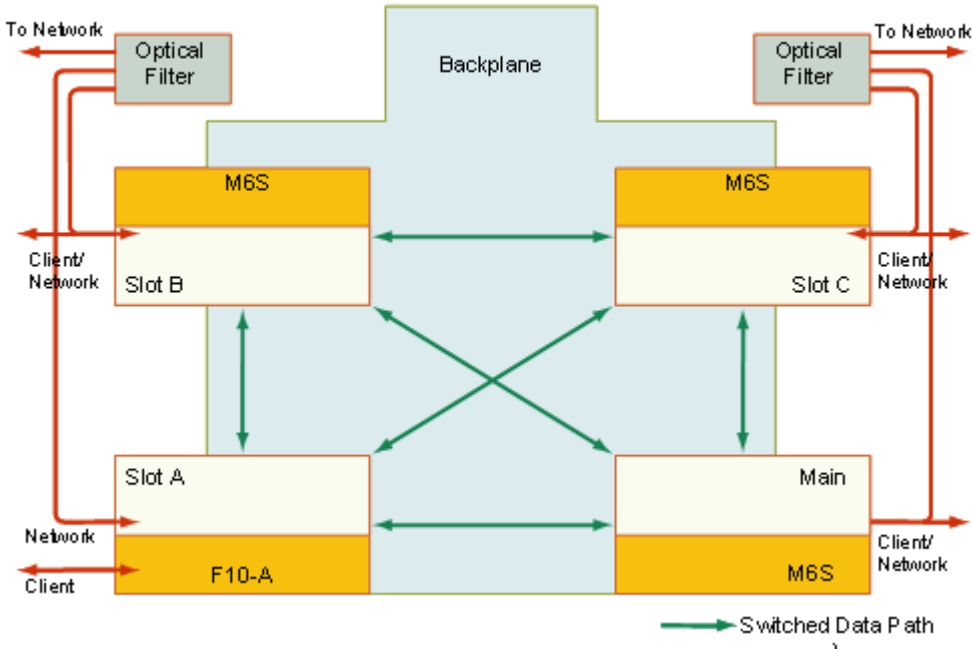

Figure 452 CN 4200 block diagram
- The CN 4200 has four line card slots, each delivering client connectivity using OTU1 and / or OTU2 transport (Figure 452.)